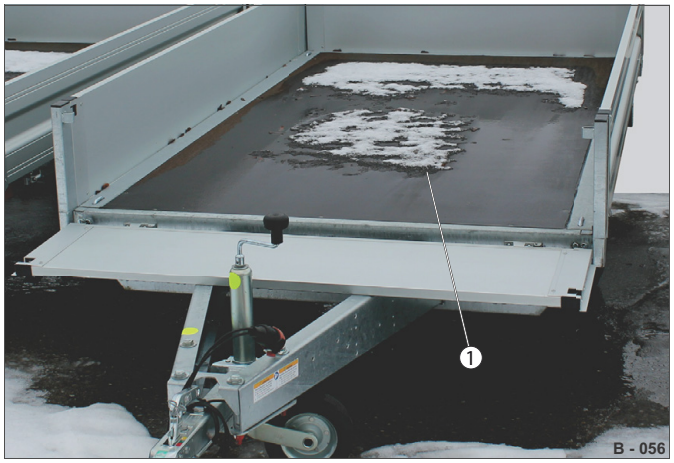

Abb. 99 Sníh/led na ložné ploše
▶ Ze střechy (Abb. 100/1) / krycí plachty (Abb. 101/1) a ložné plochy (Abb. 99/1) pravidelně odstraňujte cizí tělesa, sníh, led a vodu.